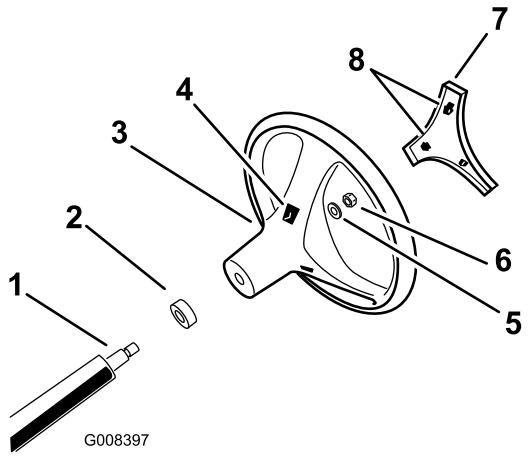

Figur 3
4. Fest rattet til akselen med låsemutteren (Figur 3).